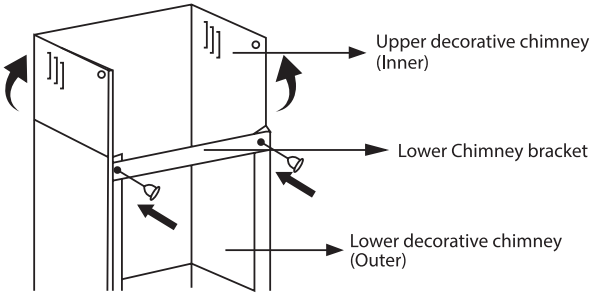

Рис. 8.4
7. Сделайте разметку для крепления планки внутреннего декоративного кожуха, на рис. 8.4.